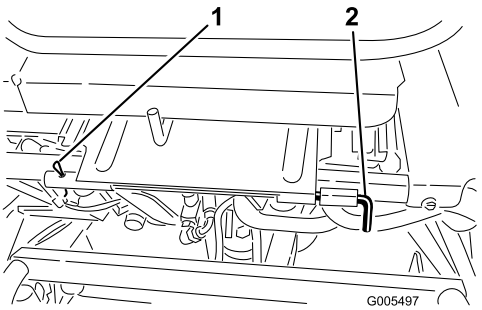

Bild 33
3. Klappen Sie den Sitz herunter und entfernen Sie den Splint, mit dem die Sitzgelenkstange am Rahmen befestigt ist (Bild 33).